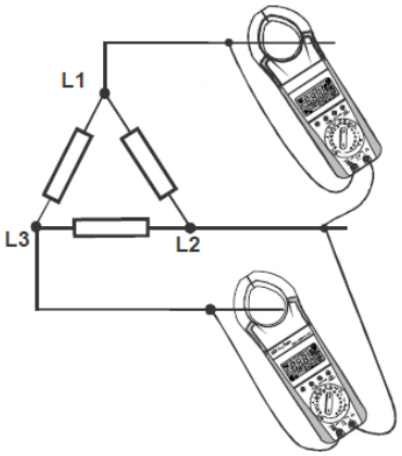

Fig. 12.1.2 · 3P3W
12.1 Osymmetrisk 3W. 1. Välj 3W och un.bL med upp/ned. 2. Displayen visar L1-2 och I-1. Anslut fas 1 enligt fig. 12.1.2. 3. Tryck på den gula funktionstangenten för att visa skenbar effekt och PF för fas 1-2. 4. Vänta 5–10 sekunder på stabilt mätvärde. Spara fas 1-2 med den gula funktionstangenten. Displayen visar L3-2 och I-3 som uppmaning att ansluta fas 3-2.